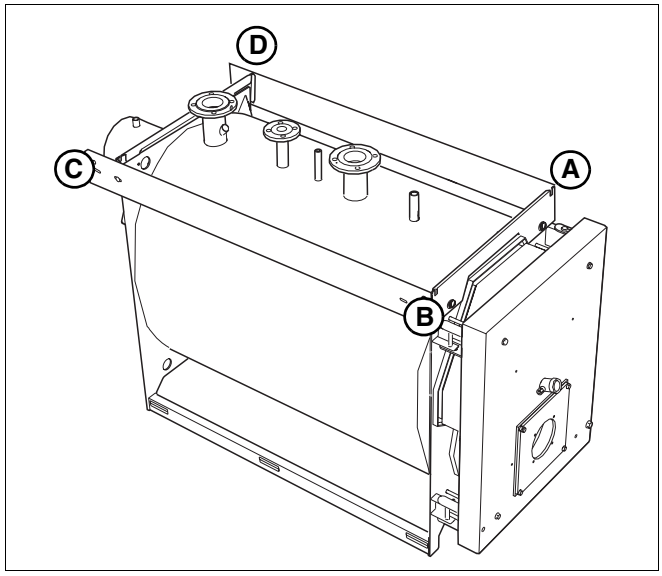

Rys. 15 Wyrównanie wzajemnego ustawienia lewego i prawego, bocznego profilu poprzecznego
- Wyrównać długość przekątnych lewego i prawego bocznego profilu poprzecznego z A do C i z B do D (rys. 15). W razie konieczności przesunąć jeden z profili bocznych i skręcić poprzez otwory podłużne.